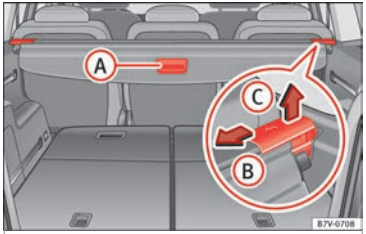

Fig. 164 In the luggage compartment: rear shelf
- Pull the shelf handle ››› **Fig. 164** (A) backwards.
- Release the shelf in the direction of the arrow ››› **Fig. 164** (B).
- Lift the shelf off in direction of the arrow ››› Fig. 164 (B).
- Release the shelf in the direction of the arrow ››› Fig. 164 (B) and lift it in the direction of the arrow (C).